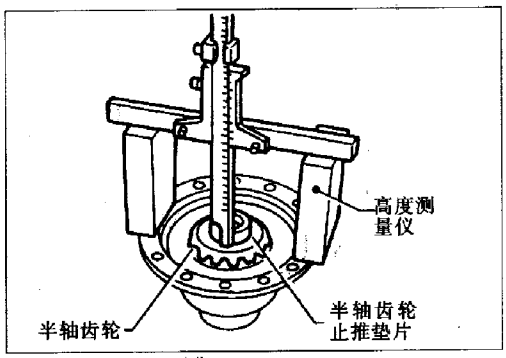

图 5－4－151
b. 测量尺寸 X，至少在 4 个方位测量，见图 5－4－152。